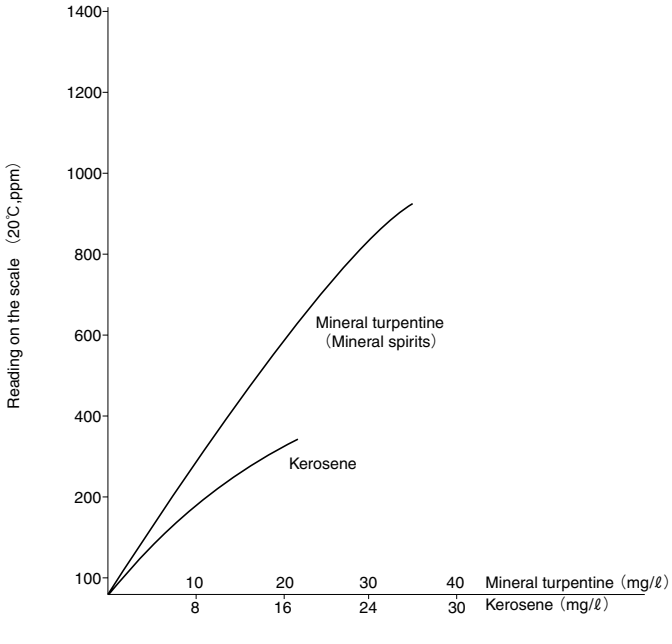

FIG.1 Conversion graph
(1) Take 2 pump strokes and use the following conversion graph to measure Kerosene or Mineral turpentine (Mineral spirits).
(2) After temperature correction for the reading of the gas detector tube with the Table 2, determine the concentration from FIG.1 conversion graph.